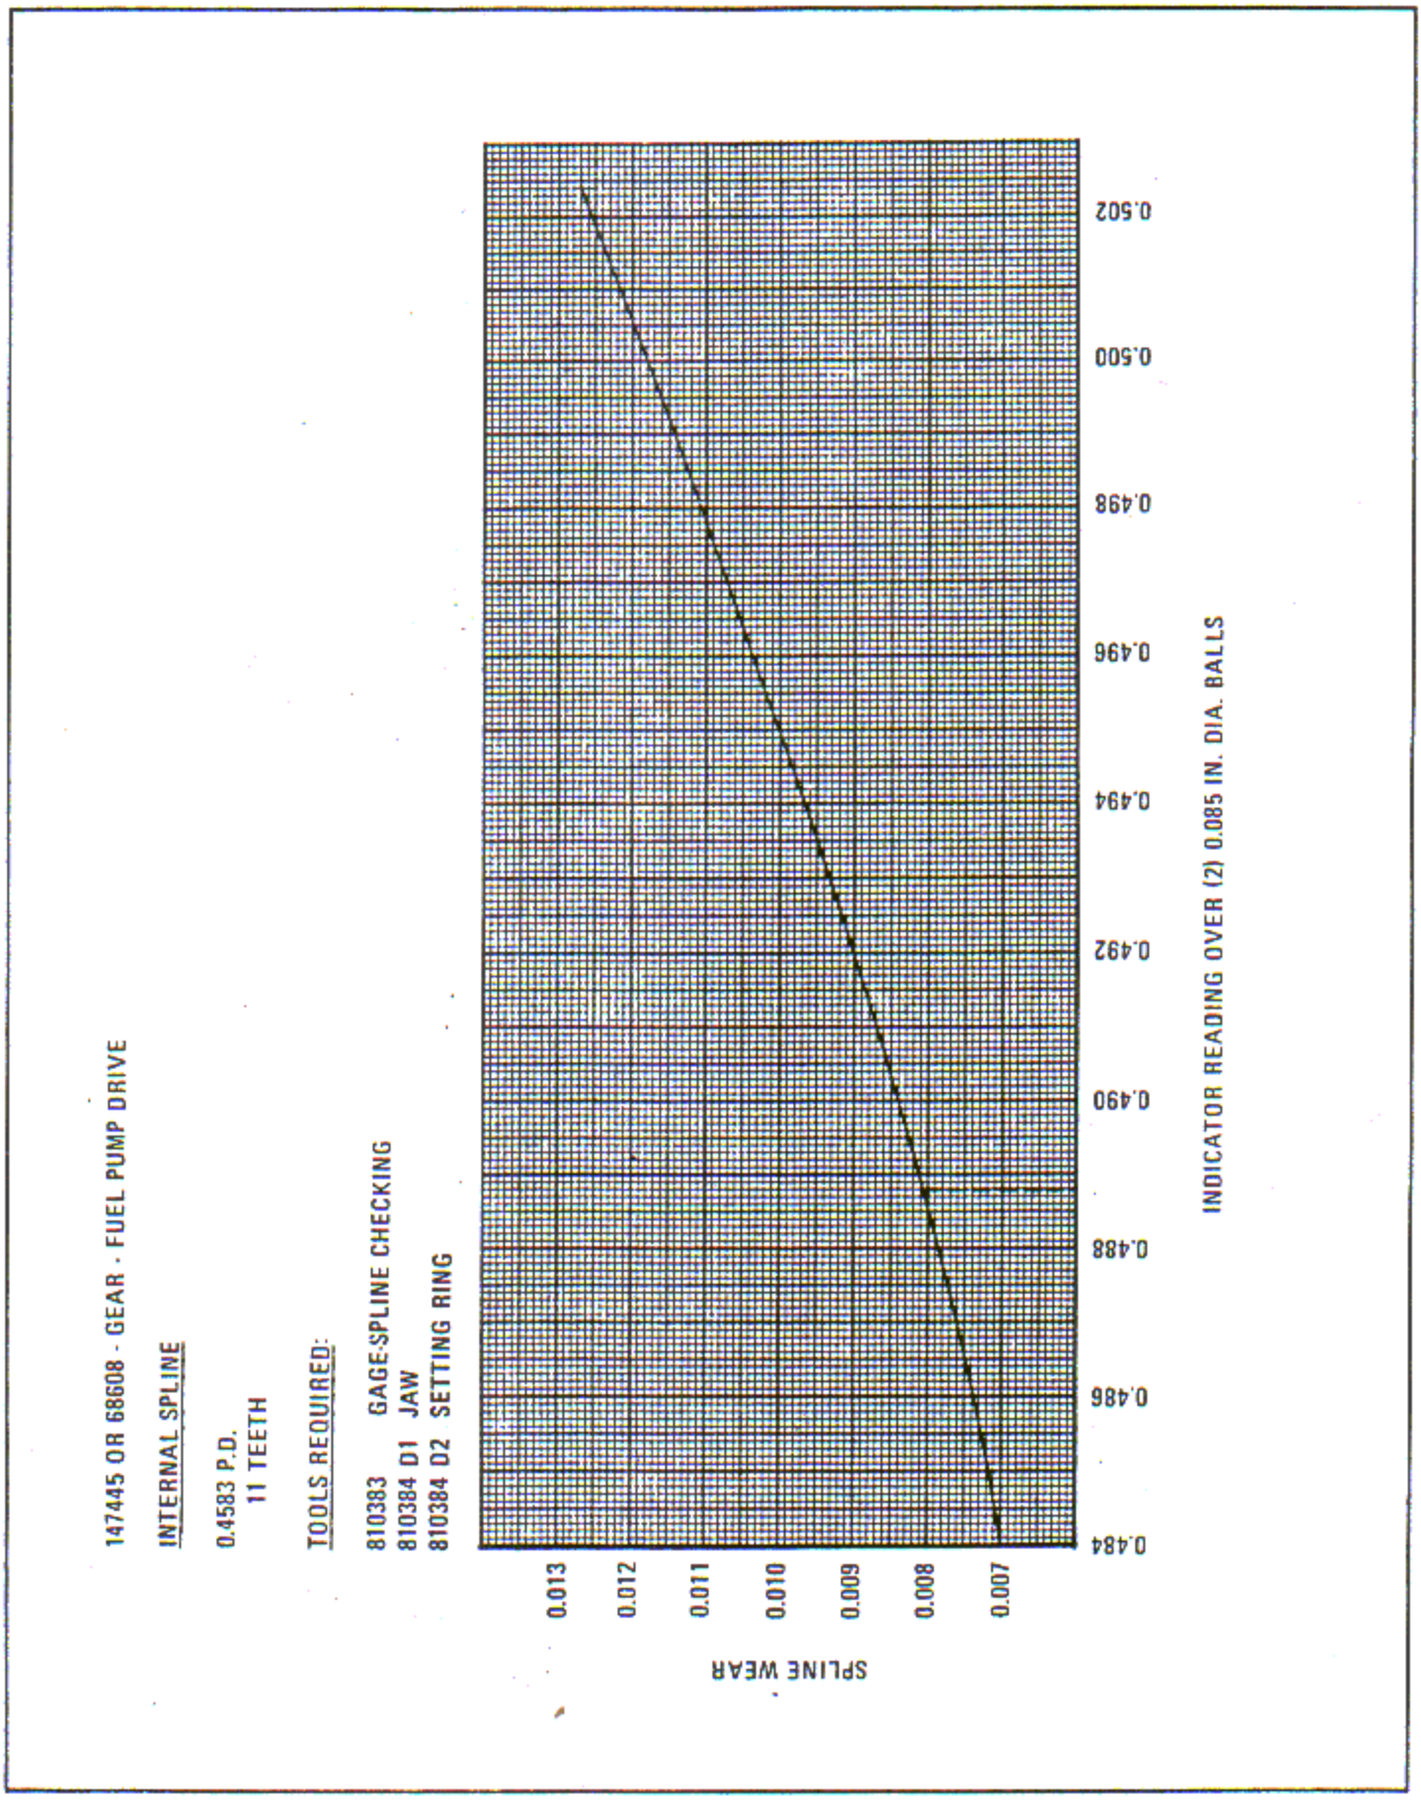

Figure 6-26. Internal Spline Tooth Measurement
e. For internal spline tooth wear measurements other than the maximum wear limit, refer to figure 6-26 to interpolate dial indicator readings into actual spline wear.